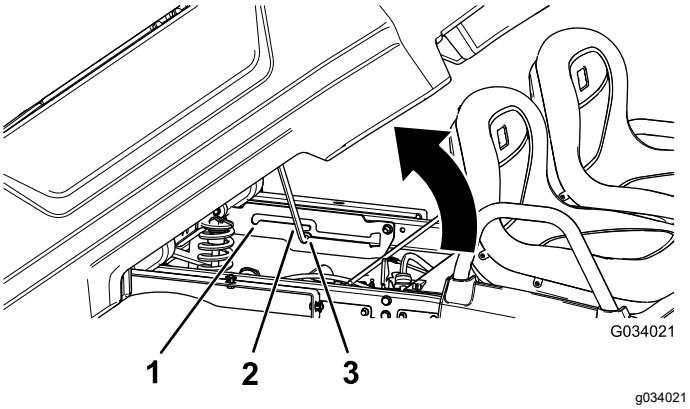

Figur 20
2. Säkra flaket för tippning genom att skjuta in stöttan i tippningslägets skåra (Figur 20).
2. Skjut in stöttan i servicelägets skåra för att säkra flaket för underhåll (Figur 20).
2. Dra ut stöttan ur skåran (Figur 20).